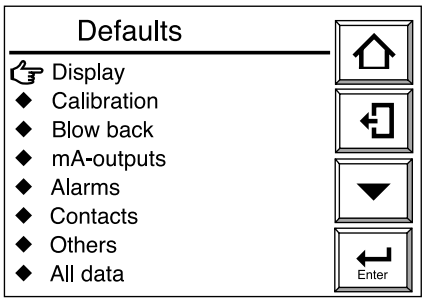

Figura 10.11 Display Defaults
(1) Premere il tasto Configurazione nel display base per visualizzare il display Esecuzione/Configurazione. Scegliere quindi Setup.
(2) Selezionare Others nel display "Commissioning" (Configurazione).
(3) Scegliere "Defaults." Viene visualizzato il display "Defaults" illustrato nella figura 10.11.